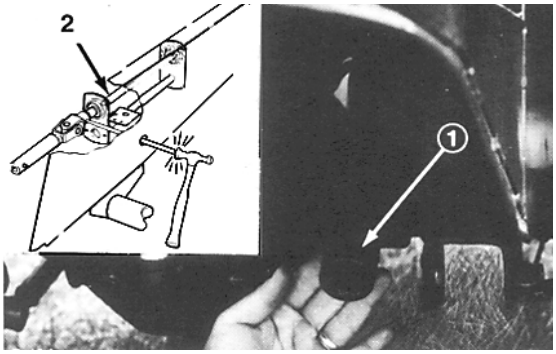

Fig. 11
2. Fjern de fem (5) hjulmøtrikker og træk hjulet af akslen for at se adgangshullet i siden af chassiset (fig. 11).
3. Drej kraftudtagsakslen for at rette hullet i kraftudtagsakslen ind med hullet i chassiset (fig. 11).
4. Gennem adgangshullet i chassiset driv rullen ud af kraftudtagsakslen og udgangsakslen med en uddriver og en hammer (fig. 11).
6. Montér hjulet igen med de fem (5) hjulmøtrikker, som tidligere blev fjernet. Stram møtrikkerne med et moment på 80–109 kPa.